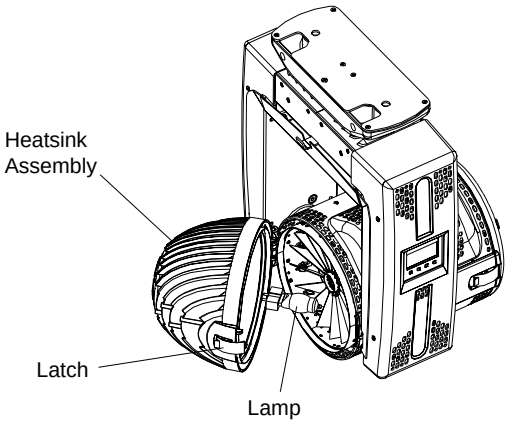

Figure A-1: Replacing Lamp
Step 4. As shown in Figure A-1, at heatsink assembly, open latch and swing open back of luminaire.